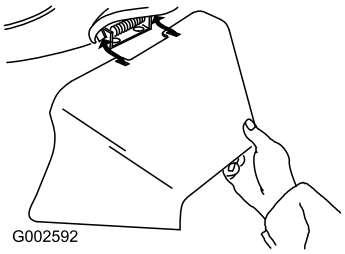

Figuur 21
3. Monteer de zijafvoer en sluit het deurtje op de tunnel (Figuur 21).